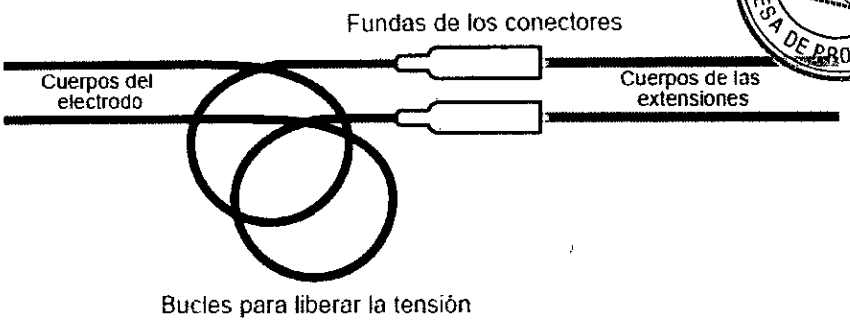

Figura 8. Esquema de los bucles para liberar la tensión creados con los cuerpos del electrodo.
1. Mientras mantiene la posición del electrodo, cree un bucle para liberar la tensión con cada cuerpo del electrodo, enrollando los cuerpos del electrodo cerca de las fundas de los conectores (Figura 8).